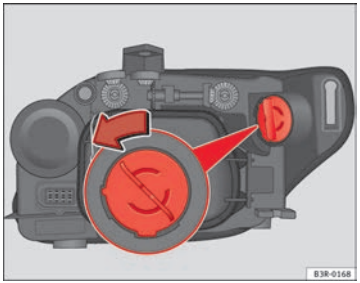

Abb. 193 Glühlampe für Blinklicht
– Drehen Sie den Lampenträger gegen den Uhrzeigersinn und ziehen Sie ihn ⇒Abb. 193 mit der Glühlampe heraus.